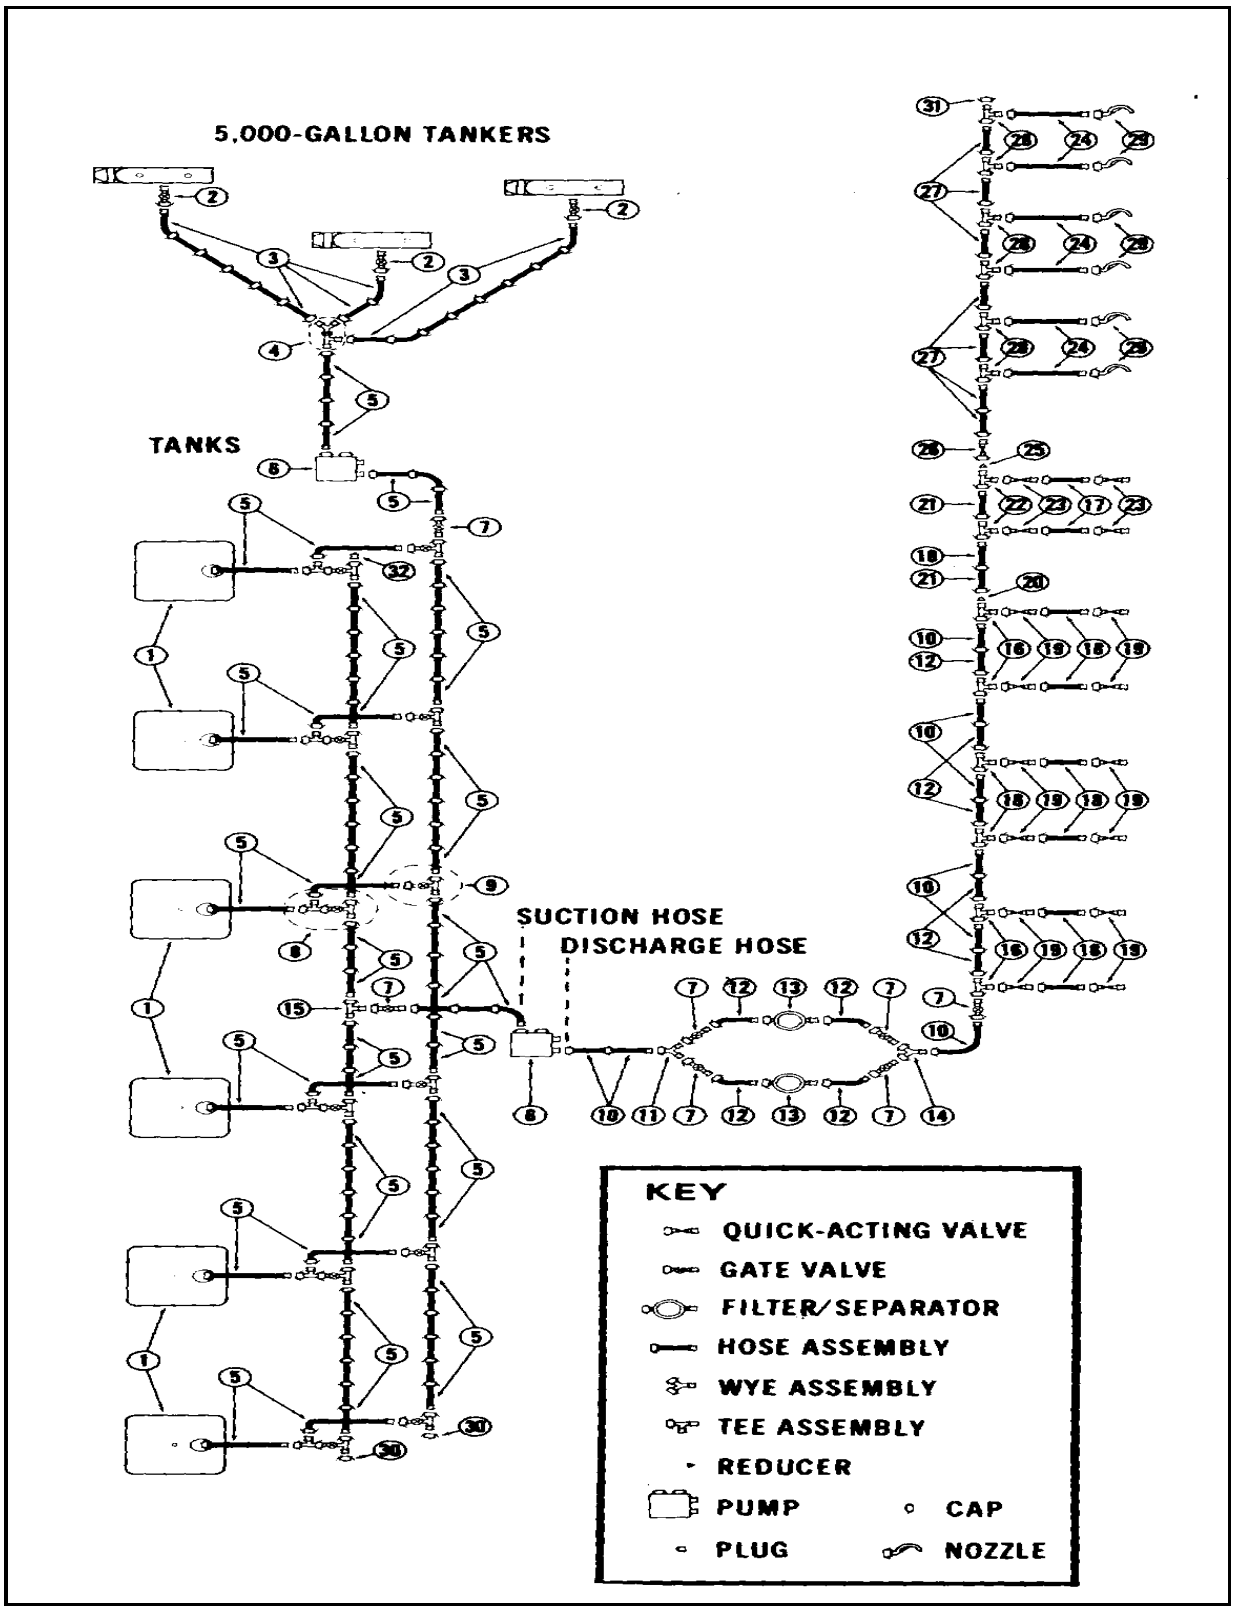

Figure 23-1. Typical layout of the FSSP
The FSSP is the Army's primary means for the receipt and storage of bulk petroleum and for its issue to combat forces under tactical conditions. The FSSP is not issued as a complete system. The major components are issued as separate items of equipment to add to the flexibility of the system. The number of major components depends on the size and configuration of the system. An FSSP normally consists of two 350-GPM pumping assemblies, two 350-GPM filter/separators, six 10,000-gallon collapsible tanks (An augmented FSSP increases total storage capacity by using larger collapsible tanks, six bottom loading points, two 500-gallon collapsible drum filling points, and six refueling points. These components of the fuel system are connected by about 2,400 feet of hose and 11 types of fittings. When an FSSP is requisitioned, you will only receive the hoses and fittings to connect the above components**.** Figure 23-1, page 23-2, shows a typical layout. Table 23-1, page 23-3, lists the components.
The FSSP uses specific pumping assemblies, filter/separators, and collapsible tanks. Each is described in the following paragraphs. See Figure 23-1, page 23-2**,** for these components.
•Suction and discharge hoses. The two types of hose assemblies used in the FSSP are suction hose assemblies and discharge hose assemblies. Each hose assembly has a male coupling (with a dust cap) on one end and a female coupling (with a dust plug) on the other end. Figure 23-1, page 23-2, shows where the lengths of hoses are used. The dust caps and plugs must be used when the hose sections are not connected to the system.